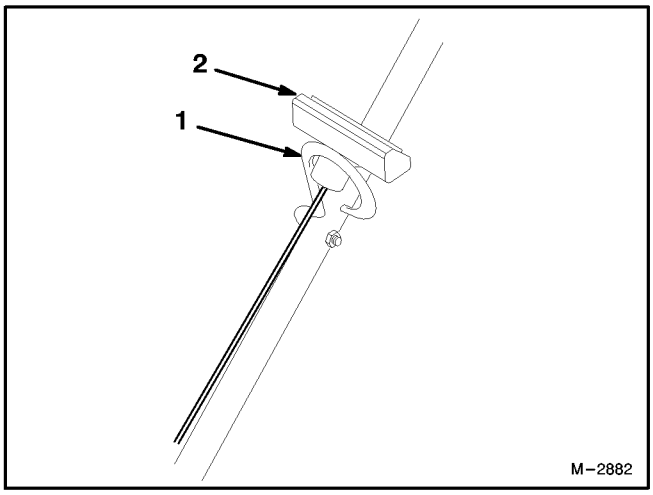

**Abbildung 4**
**1.** Starterseil durch die Seilführung am Griffholm einfädeln (Abb. 4). Um das Aufwickeln des Seils zu erleichtern, Betätigungsbügel am Griffgestänge betätigen, um die Messerbalkenbremse zu lösen.